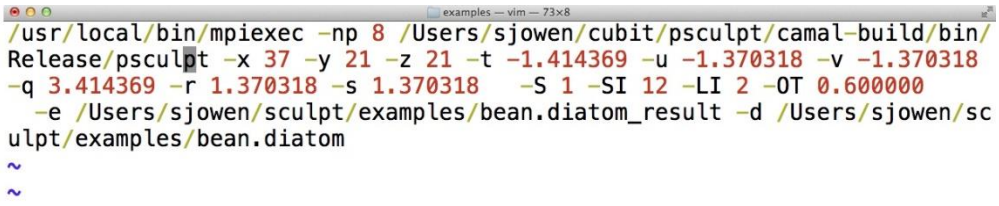

**Figure 7. Unix command line for running Sculpt generated by Cubit**
- **bean.run:** The *.run* file contains the unix command line for running sculpt. Note that the file permissions have been set to execute to allow this file to be used as a unix script. Figure 7 shows the .run file for this example. Note that the command uses **mpiexec** and the **psculpt** executables, along with their full path. These paths may need to be edited when running on a different machine. It also includes the default parameters for setting the sizes, bounding box and smoothing parameters that have been computed by Cubit.